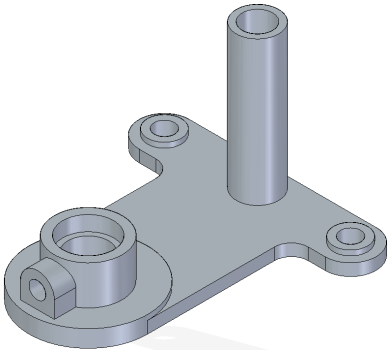

Figure 8-66 Model after adding holes
c. Add holes to the model, refer to Figure 8-66.
2. Create holes in the model, as shown in Figure 8-66.